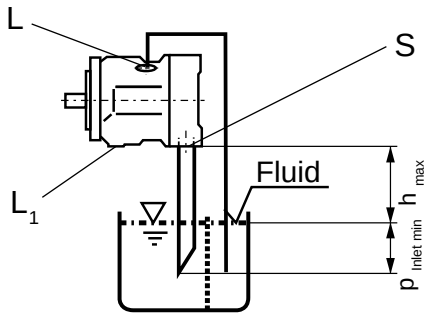

Fig. 4
b) If the minimum fluid level is equal to or below the top of the pump pipe ports "L", "L_1" and possiby "S" according to Fig. 4. Conditions according to 1.2.1.
a) For mounting above tank see Fig. 4.